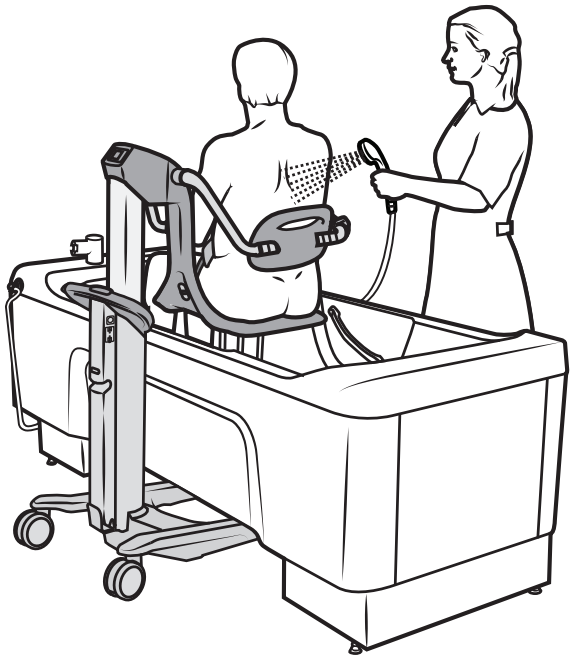

Abbildung 35
11. Duschen Sie den Patienten. Siehe Abbildung 35.